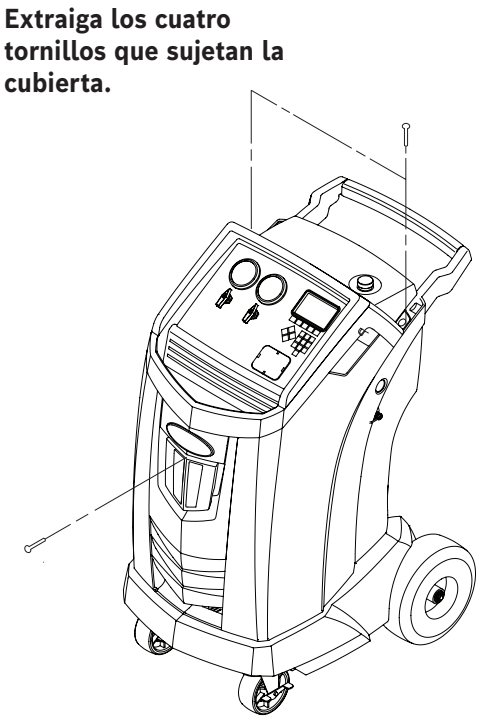
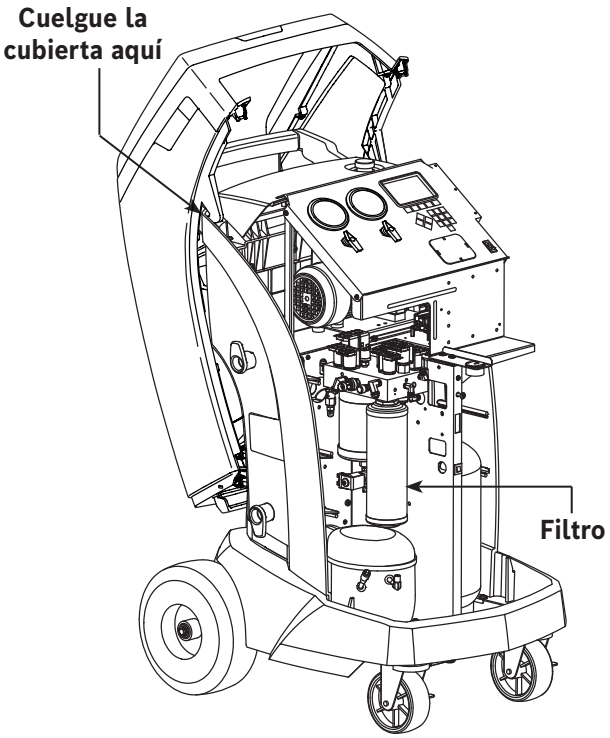

Figura 6
Figura 7
Nota: el acceso a la ranura de la tarjeta SD puede requerir retirar la cubierta. Consulte la Figura 7 en la página 23.
Apague la máquina. Retire la botella de drenaje de aceite. Extraiga los cuatro tornillos que sujetan la cubierta. Consulte la Figura 6.
3. Cuelgue la cubierta en la parte posterior de la máquina como se muestra en la Figura 7.
6. Instale el nuevo filtro girándolo a la derecha hasta su posición. Verifique que el filtro esté ubicado correctamente como se muestra en Figura 7. Apriete el filtro a 20 Nm.
3. Retire y guarde la cubierta como se muestra en Figura 6 y Figura 7.
3. Extraiga los cuatro tornillos que sujetan la cubierta. Consulte la Figura 6.
4. Cuelgue la cubierta en la parte posterior de la máquina como se muestra en la Figura 7.